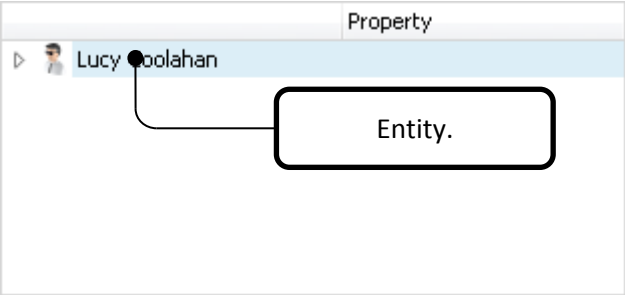

Figure 101
- A warning message will appear at the bottom of the users programming window (*Figure 101*).